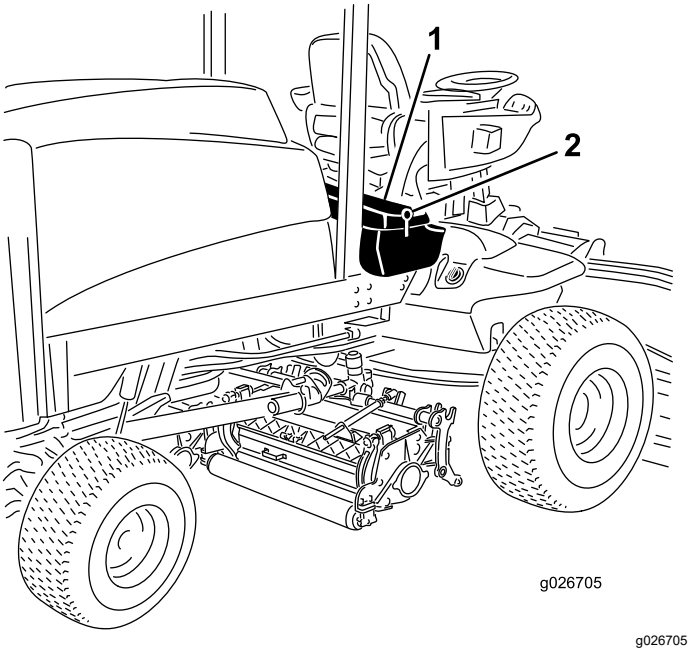

図 80
1. 運転席のコンソールパネルのラッチを外して持ち上げる図 80。